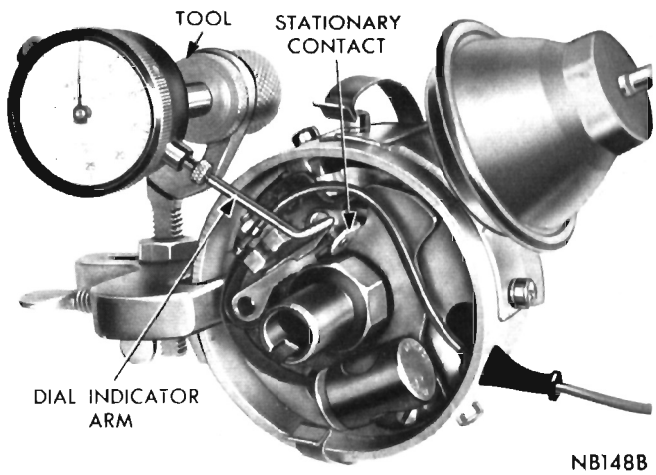

Fig. 12—Adjusting Contact Clearance with Indicator
(1) Loosen terminal screw nut, and remove primary lead and condenser lead.
(2) Remove stationary contact lock screw and remove old contact set.
(3) Install a new contact set; the sleeve at one end of adjustable bracket fits over and pivots on upper contact plate mounting pin.
(4) Connect condenser and primary leads.
(5) Align contacts, if necessary, by bending stationary contact bracket only. **Never bend** movable contact arm to obtain alignment.
(6) After aligning contacts, adjust contact clearance to "Specifications," using dial indicator (Fig. 12). Recheck contact arm spring tension.
(7) Test dwell angle to show proper degree of clo-